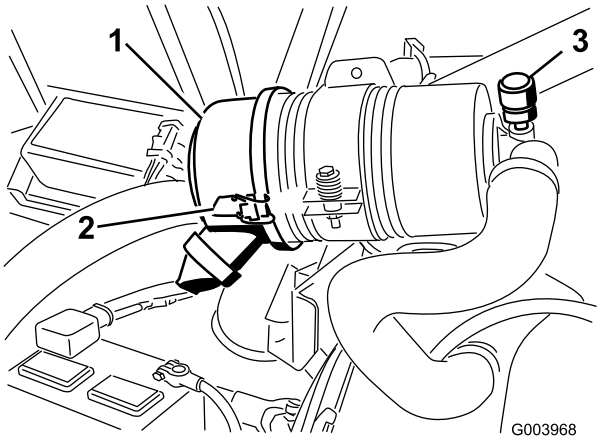

Figura 52
Revise el filtro del limpiador de aire únicamente cuando el indicador de mantenimiento (Figura 52) lo requiera. El cambiar el filtro antes de que sea necesario sólo aumenta la posibilidad de que entre suciedad en el motor al retirar el filtro.
1. Abra los enganches que sujetan la tapa del limpiador de aire a la carcasa del limpiador de aire (Figura 52).